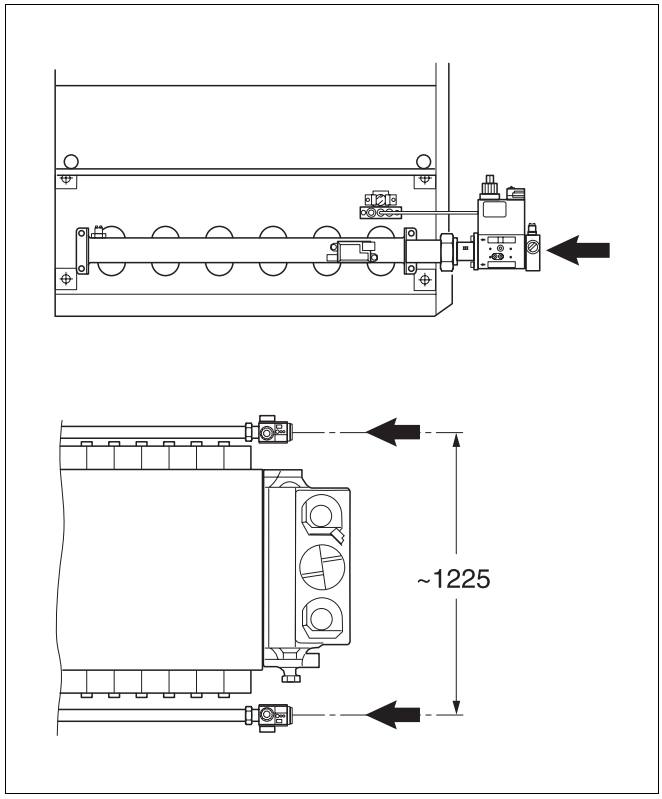

Rys. 44 Przyłącze gazowe
- Zamontować przewody do przyłącza gazowego kotła grzewczego bez naprężeń (rys. 44).